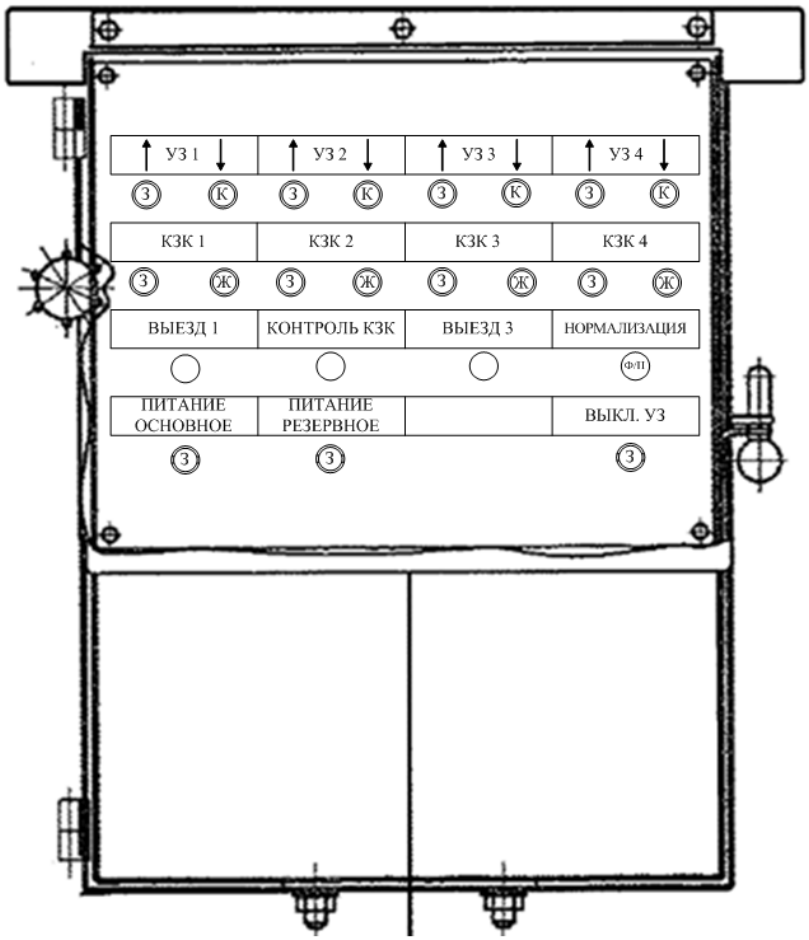

Рис.1. Внешний вид щитка управления устройством заграждения переезда УЗП-1
- щиток управления устройством заграждения переезда УЗП-1 по НКМР.468317.003 ТУ, черт. НКМР.468317.003 (проверенный в РТУ) представлен на рис.1;